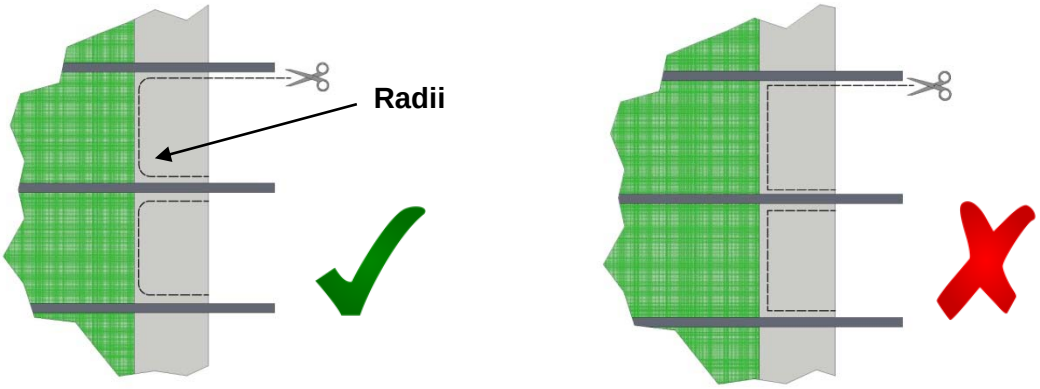

Abbildung 14
4.4 Das Paneel wurde so gefertigt, dass es in die Öffnung passt. Falls es trotzdem erforderlich sein sollte, es zurecht zu schneiden, verwenden Sie eine Schere/Messer, um den Stoff von den Seiten der Gewebegurte zu entfernen. Achten Sie dabei darauf, dass alle Ecken abgerundet sind (Abbildung 14). Entfernen Sie immer überschüssigen Stoff. Schneiden Sie nicht einfach nur an der Seite des Gewebes, da dadurch eine lose Krempe entsteht. **Entfernen Sie nicht den Stoff von der Rückseite des Gewebes.** Gehen Sie beim zurecht schneiden vorsichtig vor, da das abschließende Spannen und Einstellen erst in Abschnitt 4.5 erfolgt.